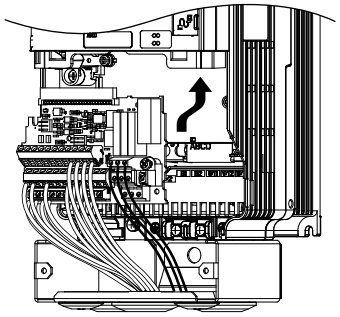

Figure 7.62 Install the Terminal Board
1. After wiring the main circuit, connect the terminal block to the drive as shown in *Figure 7.62*. Use the installation screw to fasten the terminal block into place.